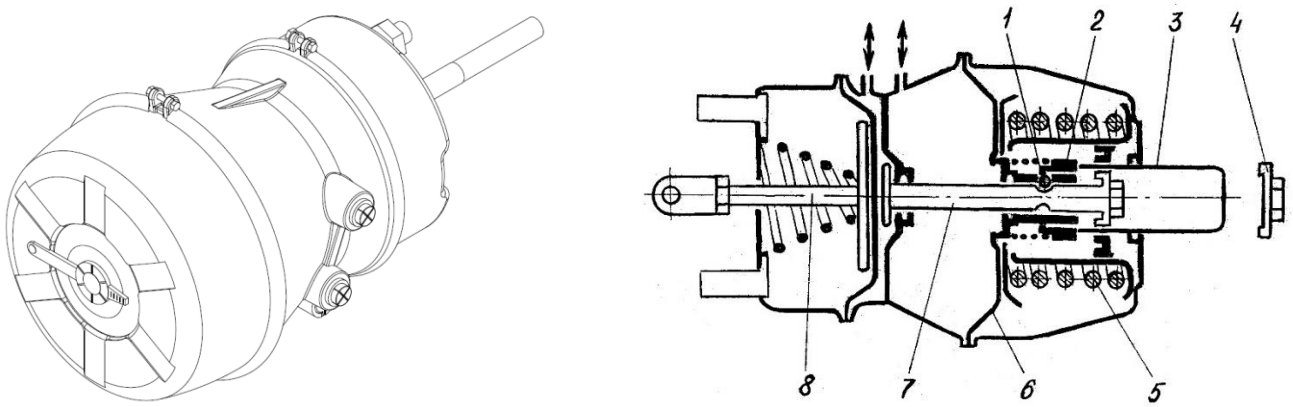

Рис. 1.12 – Тормозная камера с энергоаккумулятором
Тормозная камера с пружинным энергоаккумулятором (18) (рис. 1.12) предназначена для приведения в действие тормозных механизмов второй и третьей осей (для трёхосных полуприцепов) или второй, третьей и четвёртой осей (для четырёхосных) при включении рабочего и стояночного тормозов. Состоит из двух основных частей - силовой части (тормозной камеры) и
На рис. 1.12 изображена тормозная камера в положении готовности к движению: кран стояночного тормоза включен, энергоаккумулятор под давлением сжатого воздуха, пружина энергоаккумулятора (5) сжата, шток (7) и силовая часть камеры в исходном положении.